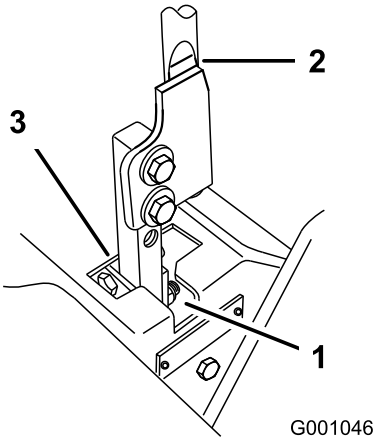

Figuur 96
5. Zet de hendel in de neutraalstand zonder deze te vergrendelen (Figuur 96).
6. Trek de hendel naar achteren totdat de gaffelpen (op de arm onder de draaias) contact maakt met het uiteinde van de sleuf (en net druk op de veer begint uit te oefenen); zie Figuur 96.
7. Controleer of de hendel de juiste positie heeft ten opzichte van de inkeping in het bedieningspaneel (Figuur 96).